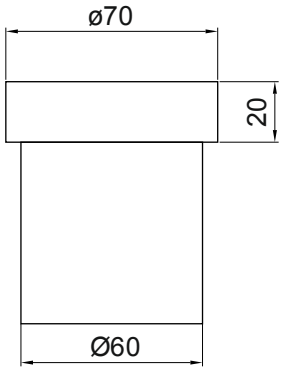

Figure 2
2. Prendre des mesures à la brosse inférieure. Dans ce cas, la brosse 18 mm (figure 2)
4. La coupe doit être utilisé dans ce cas est la constante "a", qui est de 19,5 mm (figure 2)